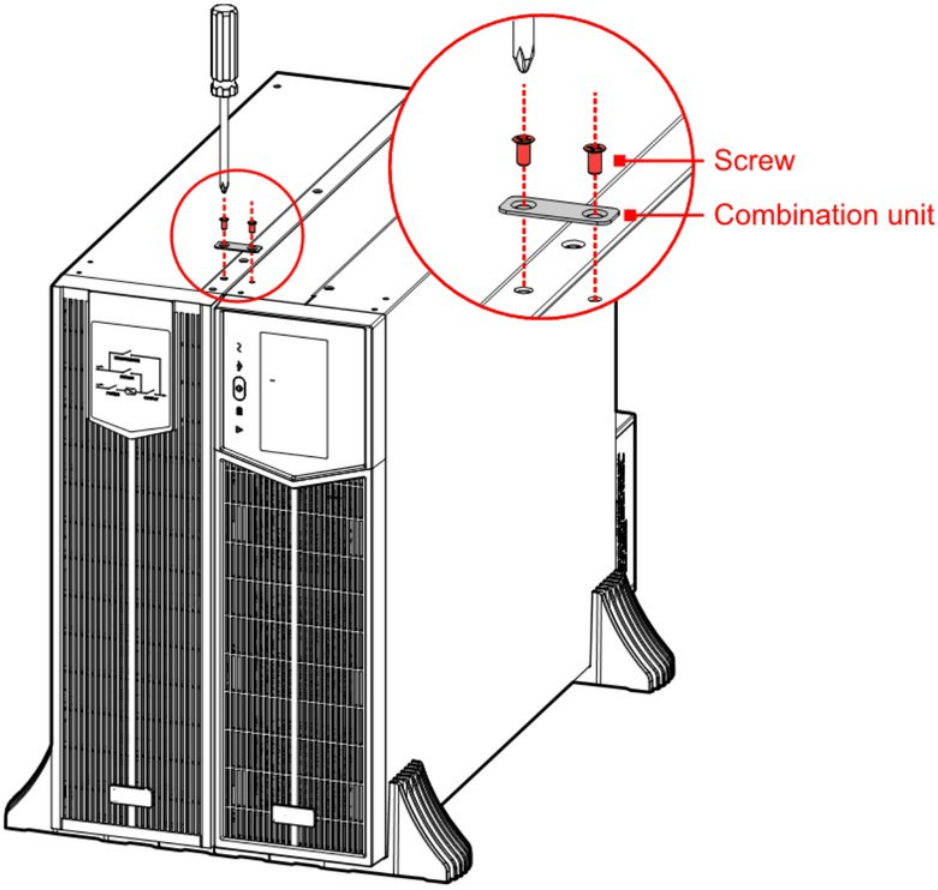

FIGURA 3-6 Montaggio delle staffe di unione
3. Fissare con le loro viti le staffe di unione sopra l'UPS e il modulo di distribuzione, come mostra la Figura 3-6.